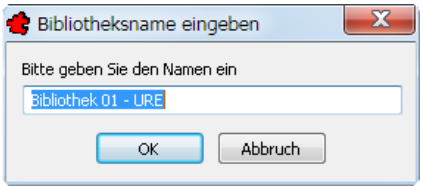

Bild 27.22 – Name für die lokale Bibliothek
- Der folgende Dialog fragt Sie nach dem Namen, unter dem die Bibliothek in *Ihrer* Blockverwaltung erscheinen soll. Falls dieser Name bereits existiert, können Sie ihn nicht verwenden – dies verhindert versehentliches Überschreiben Ihrer eigenen Bibliothek (Abb. 27.22).